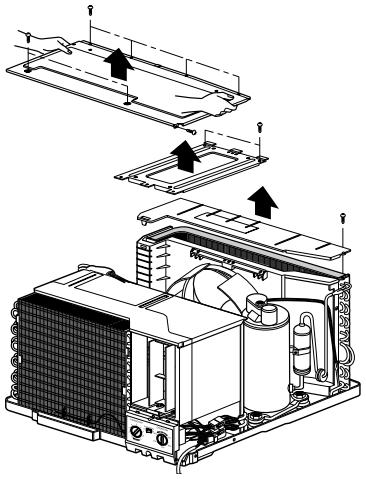

**Figure 4**
4. Remove the covers and the brace. (See Fig. 4)